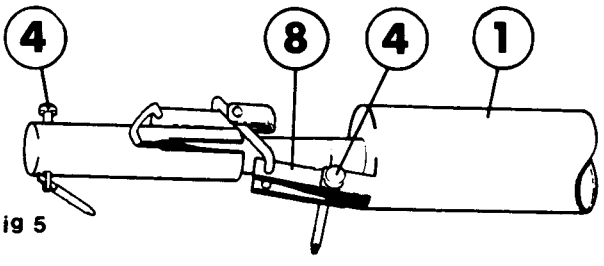

Fig 5
e) Assemble the lower axle link (4) and connect the clasp (8) to the float (1) by means of the top axle link (4). Fig. 5.